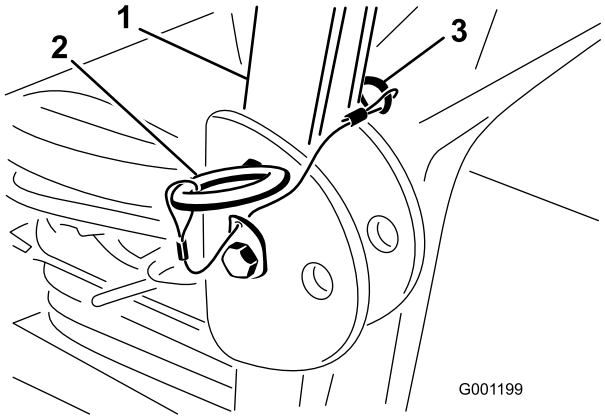

**Figur 29**
1. Fjern splitterne og de to pinde for at sænke styrtbøjlen (Figur 29).
3. Monter de to pinde, og fastgør dem med splitterne (Figur 29).
4. Fjern splitterne og de to pinde for at hæve styrtbøjlen (Figur 29).
5. Hæv styrtbøjlen til oprejst position, og monter de to pinde, og fastgør dem med splitterne (Figur 29).